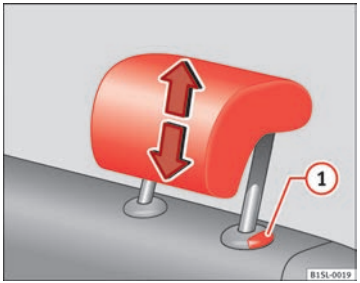

Fig. 31 Adjusting the rear head restraints.
- Push the head restraint up or down in the direction of the arrow with the button pressed ⇒ fig. 31 (1) ⇒ ⚠.